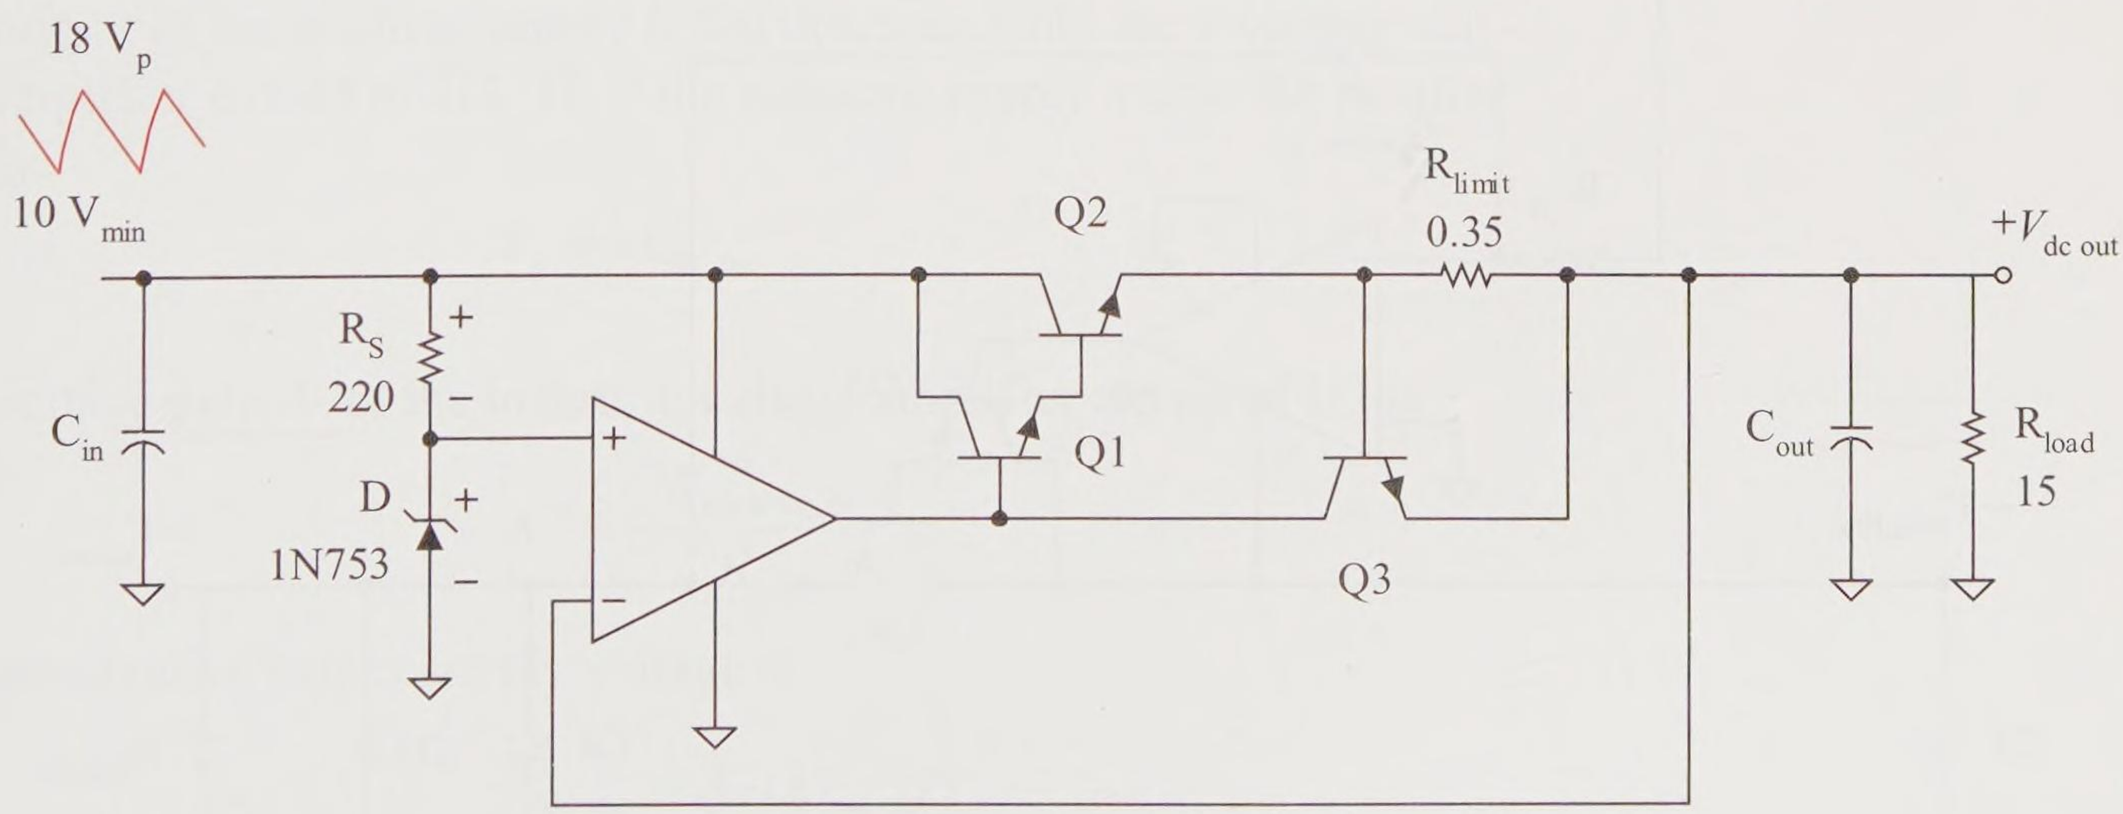

Figure 18-35(c) Practice circuit solution
Answer: Replace the op amplifier circuit with an op amp voltage follower with a voltage gain of unity (1) as shown in Figure 18-35(c). The current limiting resistance is 0.35 Ω.